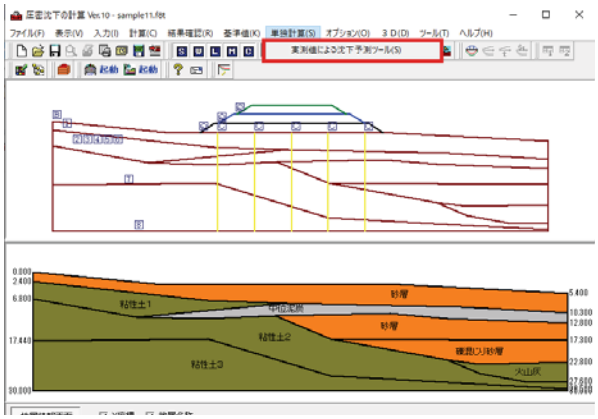

図2　メインウィンドウ
1. メインメニューより[実測値による沈下予測ツール]を起動する（図2）